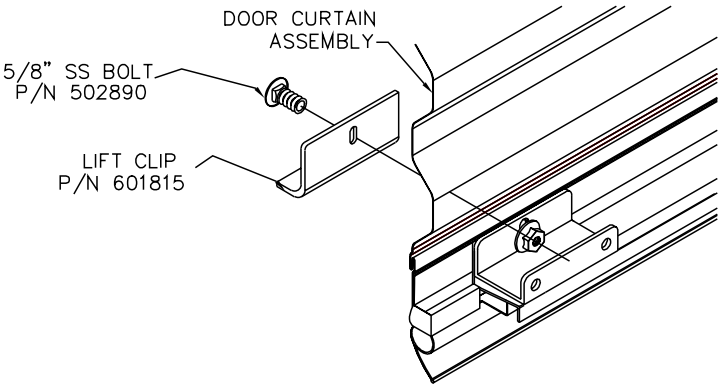

Figure 17.
12.1 If your door is equiped with an exterior latch, install the lift clip on the exterior of the door as shown in Figure 17. Replace the current stainless steel bolt with the longer 5/8" bolt supplied.